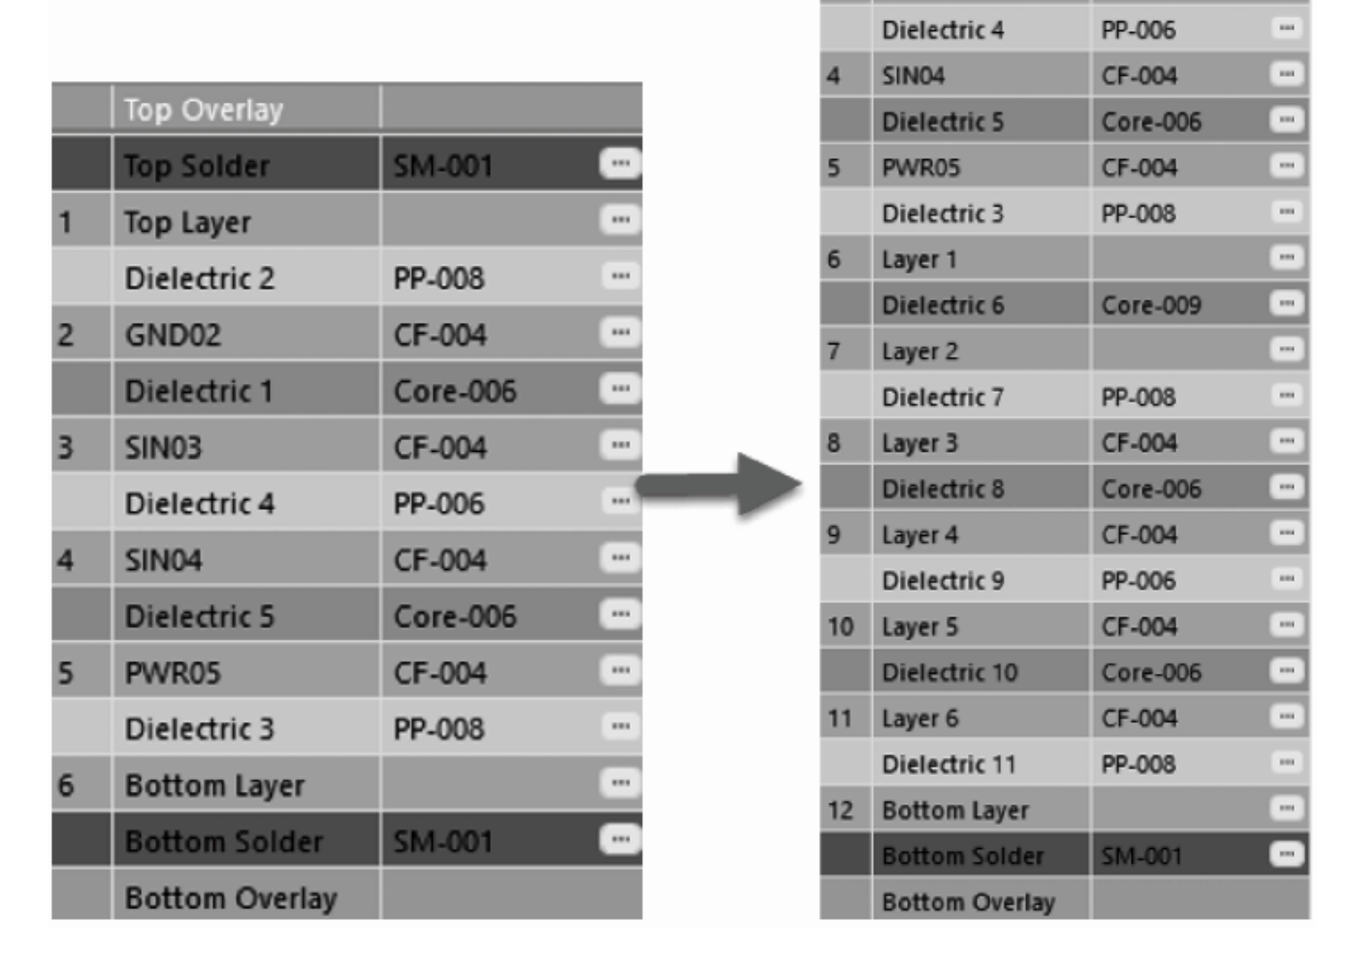

图 3-25　向下镜像所有层的变化情况
① Mirror top half down：镜像上半部分，中心介电层上方的每个层的设置被向下复制到对称的层。
② Mirror bottom half up：镜像下半部分，中心介电层下方的每个层的设置被向上复制到对称的层。
③ Mirror whole stack down：向下镜像整个叠层，在最后一个线路层插入另外的介电层，然后在新的介电层下方复制和镜像所有信号的介质层。比如 6 层板，按此镜像之后将变成 12 层，如图 3-25 所示。